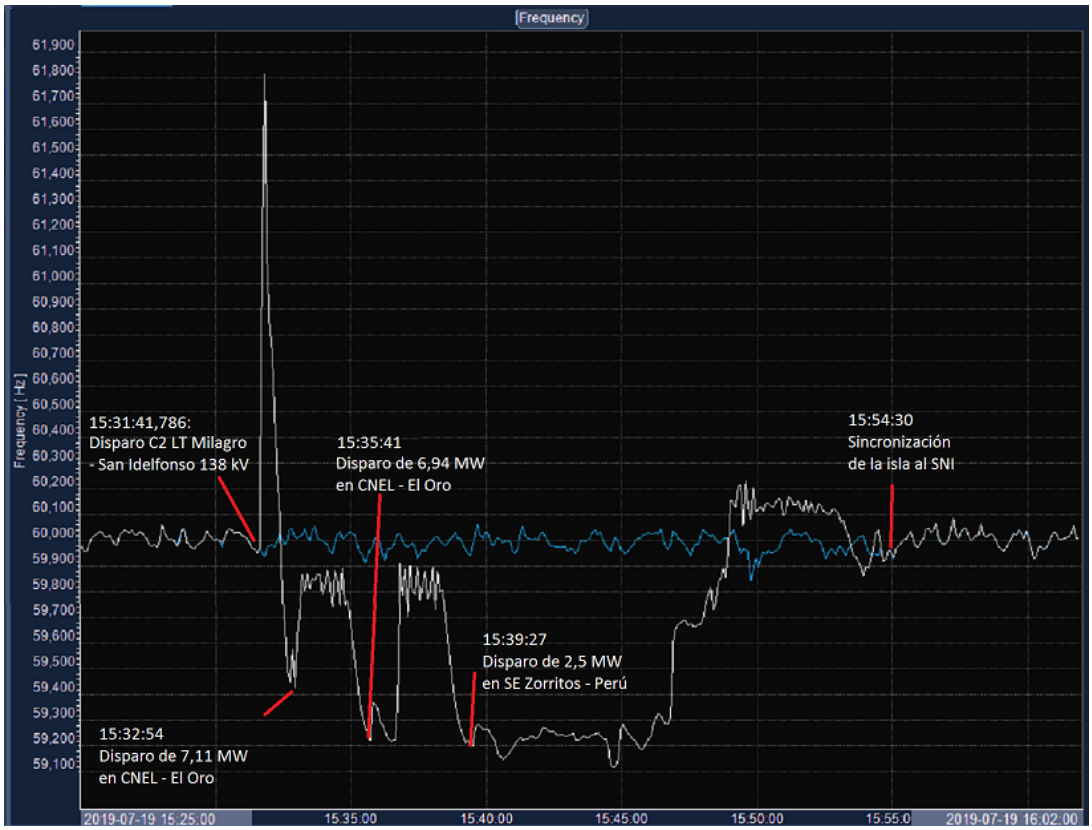

Figura 5: Evolución de la frecuencia en la isla eléctrica
- Vista desde la posición San Idelfonso 1 de 138 kV de la subestación Machala, la evolución de la frecuencia en la isla eléctrica se muestra (curva de color blanco) en la figura 5: